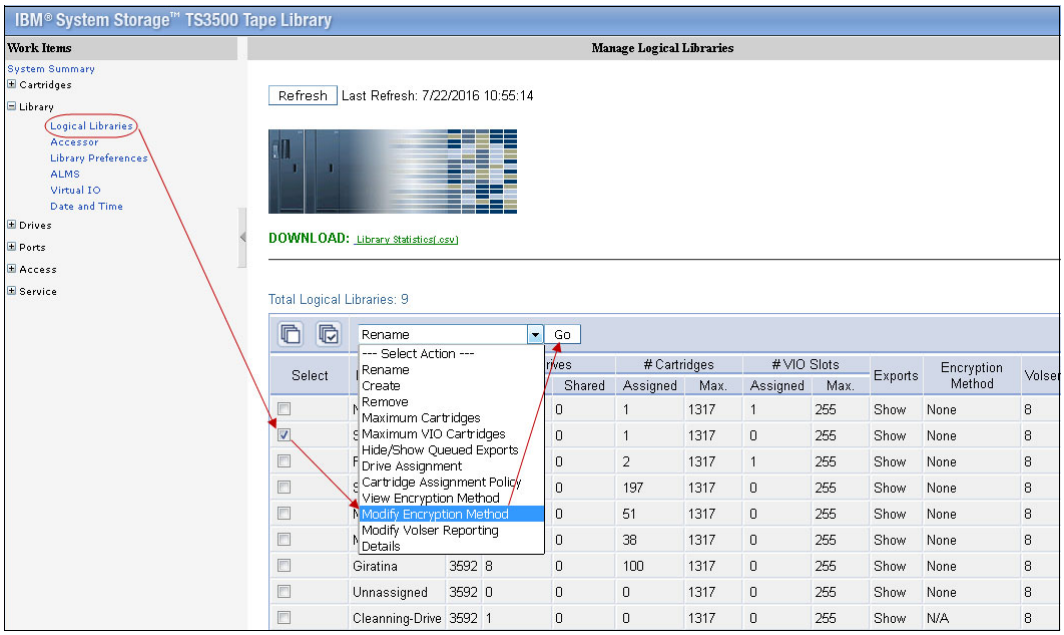

Figure 11-11 Select the encryption method
4. In the TS3500 MI, click **Library** → **Logical Libraries**, select the logical library with which you are working, select **Modify Encryption Method,** and then, click **Go** (see Figure 11-11).